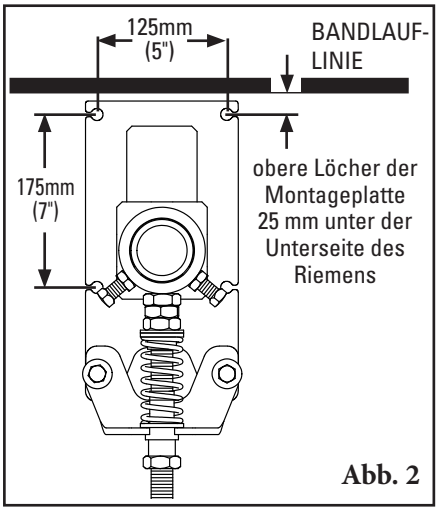

Abb. 2
2. **Anbringen der Montagesockel der Spannvorrichtung.** Den Montagesockel so in Einbaulage bringen, so dass die oberen Löcher in den Halterungen 25 mm (1 ") unter der Unterseite des Riemens liegen (Abb. 2).